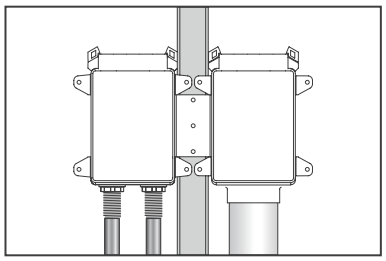

FIGURE 3
a. Each outlet box shall be installed in a separate stud bay and attached to the stud (Figure 3 & 4). Fire rating does not apply to installations of two or more boxes in the same stud bay.